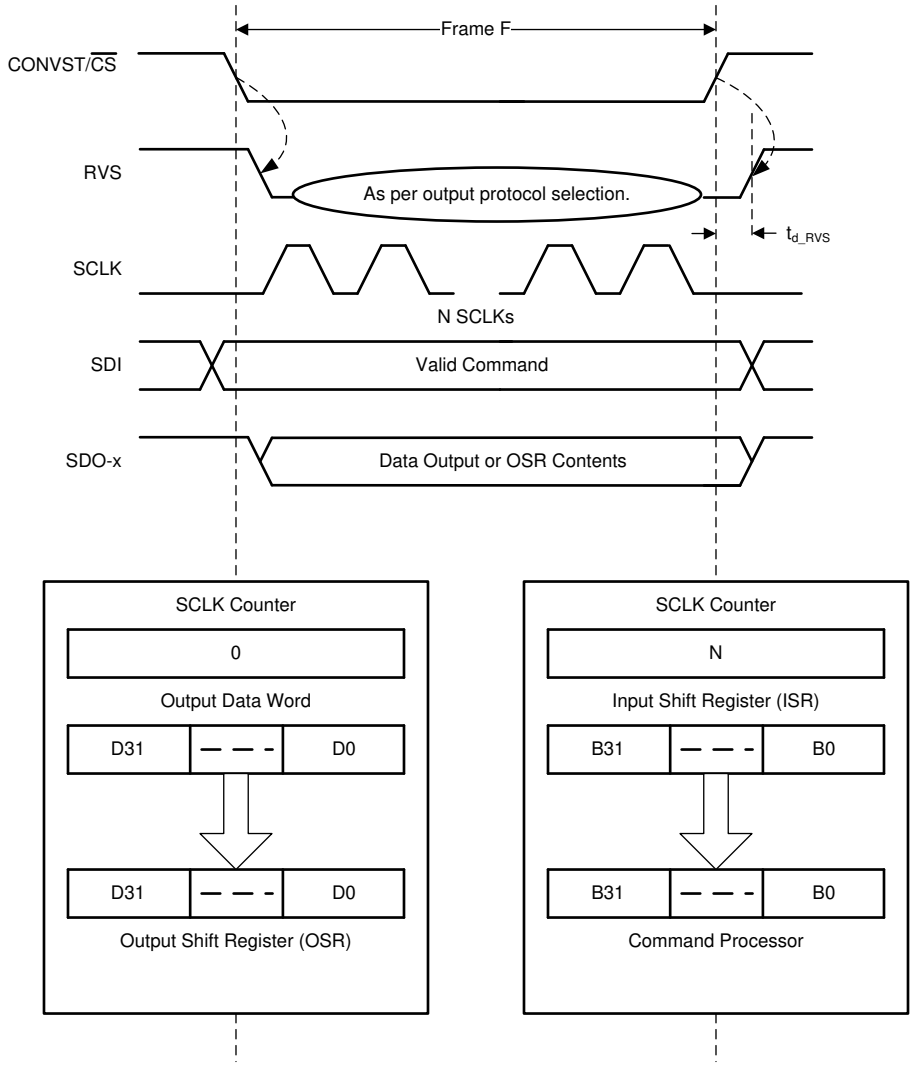

Figure 7-25. Data Transfer Frame
A data transfer frame between the device and the host controller begins at the falling edge of the CONVST/$\overline{CS}$ pin and ends when the device starts conversion at the subsequent rising edge. The host controller can initiate a data transfer frame by bringing the CONVST/$\overline{CS}$ signal low (as shown in Figure 7-25) after the end of the CONV phase, as described in the *CONV State* section.
- The device takes control of the data bus. As illustrated in Figure 7-25, the contents of the output data word are loaded into the 32-bit output shift register (OSR).
- As illustrated in Figure 7-25, the contents of the input shift register are transferred to the command processor for decoding and further action.